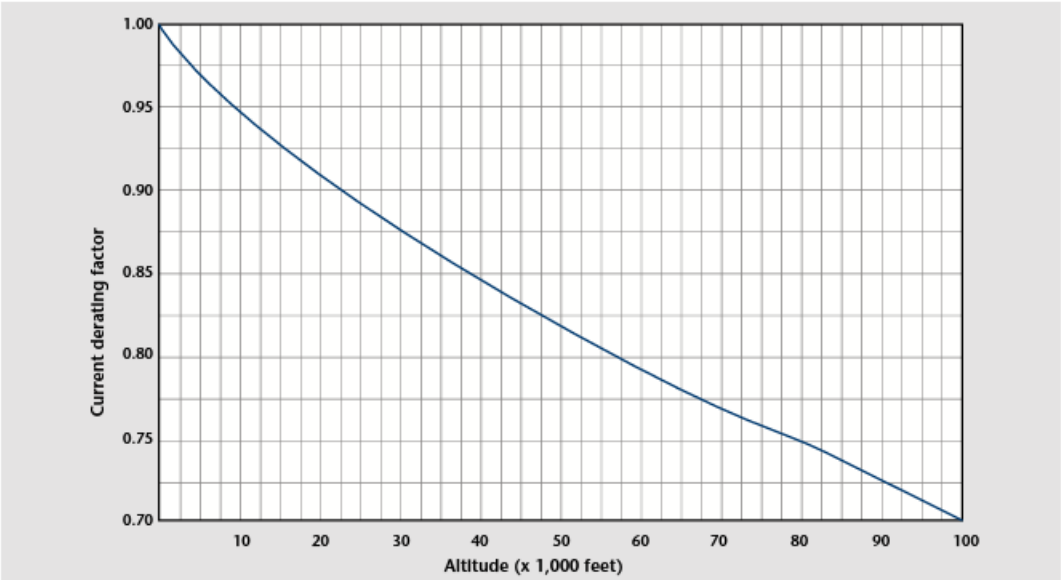

Figure 4-3-7. Altitude derating curve.
Harness at altitude. Because heat loss from the bundle is reduced with increased altitude, the amount of current should be derated. Figure 4-3-7 gives a curve whereby the altitude-derating factor can be obtained.
D. Use Figure 4-3-7. The left side of chart reads 0.91 for 20,000 feet. Multiply by the derating amps factor:
4. Refer to the "altitude derating curve" of Figure 4-3-7, look for 60,000 feet (on the abscissa) because that is the altitude at which the airplane will be operating. Note that the wire must be derated by a factor of 0.79 (found on the ordinate). Derate the size #22 harness rating by multiplying 8.4 amps by 0.79 to get 6.6 amps. Derate the size #20 harness rating by multiplying 11.2 amps by 0.79 to get 8.8 amps.
4. Refer to the "altitude derating curve" of Figure 4-3-7, look for sea level and 20,000 feet (on the abscissa) because these are the conditions at which the load will be carried. The wire must be derated by a factor of 1.0 and 0.91, respectively.